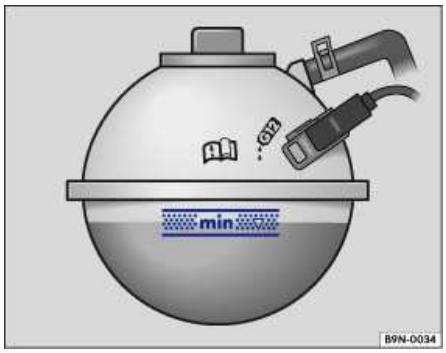

Fig. 144 Coolant expansion tank in the engine compartment.
- When the engine is cold, check the engine coolant level relative to the marking on the side of the expansion tank ⇒ fig. 144.
- The engine coolant level must be inside the marks on the side of the reservoir ⇒ fig. 144. **Do not fill above the top edge of the filling range!** ⇒ ⓘ
- **Refill engine coolant only up to the top edge of the marked fill range ⇒ fig. 144. Excess engine coolant may be forced out of the engine cooling system when it gets hot and cause damage.**